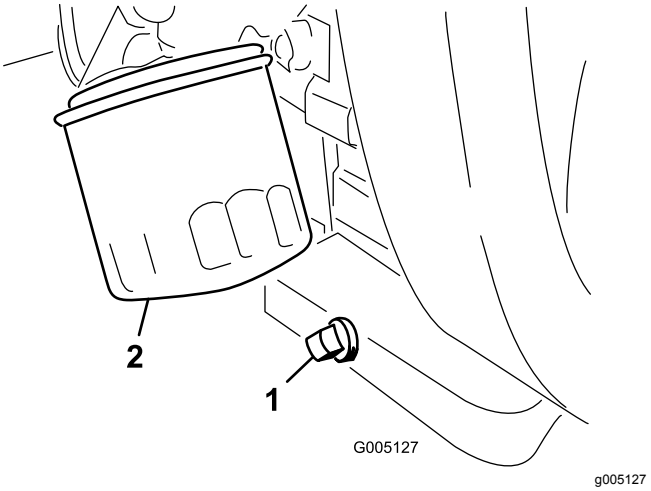

Figuur 43
1. Verwijder de aftapplug (Figuur 43) en laat de olie in een opvangbak lopen.
2. Maak de schroefdraad van de aftapplug schoon, breng PTFE afdichtmiddel aan en monteer de aftapplug (Figuur 43).
3. Verwijder het oliefilter (Figuur 43).